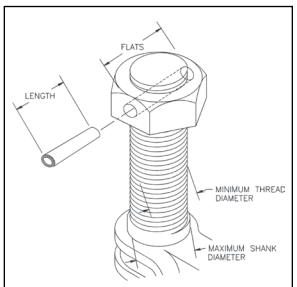

Figure 6
- See WARNING box and Figure 6 for special instructions for securing the nut to the shank at assembly.
- The minimum thread length engaged in the nut should not be less than one (1) thread diameter.
- All nuts must be secured to the shank by cross drilling the nut and threaded shank and inserting the appropriate coil type spring pin (See WARNING box and Figure 6 for special instructions).
- Coil type spring pin must be as long as the distance across the nut flats or diameter (See Figure 6).
- Crosby cannot assume responsibility for, (A) the quality of machining, (B) the type of application, or (C) the means of attachment to the power source or load.